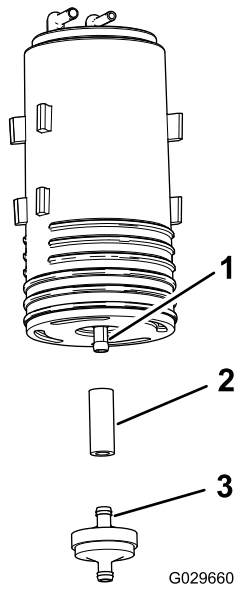

Figur 46
4. Fjern kulfilterbeholderens filter og det korte slangeafsnit fra den nedre fitting på den gamle kulfilterbeholder (Figur 46).
5. Monter slangen på den nedre fitting på den nye kulfilterbeholder (Figur 46).
6. Sæt fittingen til en ny kulfilterbeholder ind i slangen (Figur 46).